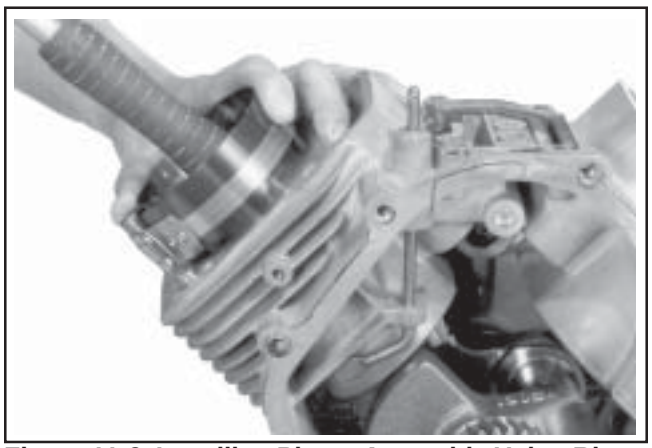

Figure 11-9. Installing Piston Assembly Using Ring Compressor Tool.
4. Make sure the "Fly" stamping on piston is facing towards the flywheel side of the engine. Use a hammer with a rubber grip and gently tap the piston into the cylinder as shown in Figure 11-9. Be careful that the oil ring rails do not spring free between the bottom of the ring compressor and top of the cylinder.